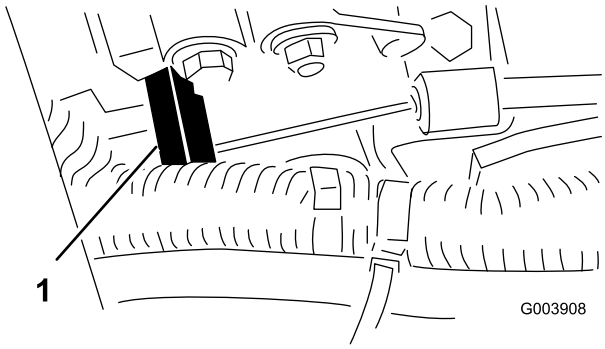

Figur 54
3. Håll insprutningspumpspaken (Figur 54) mot det höga tomgångsstoppet och dra åt kabelns kontaktdon.